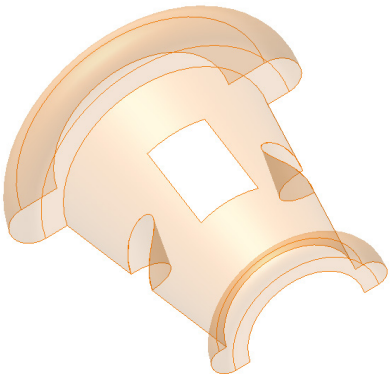

***Figure 18-61*** *Model after deleting the split surface*
6. Delete the split surface from the base surface using the **Delete Face** tool. The model after deleting the split surface is shown in Figure 18-61.